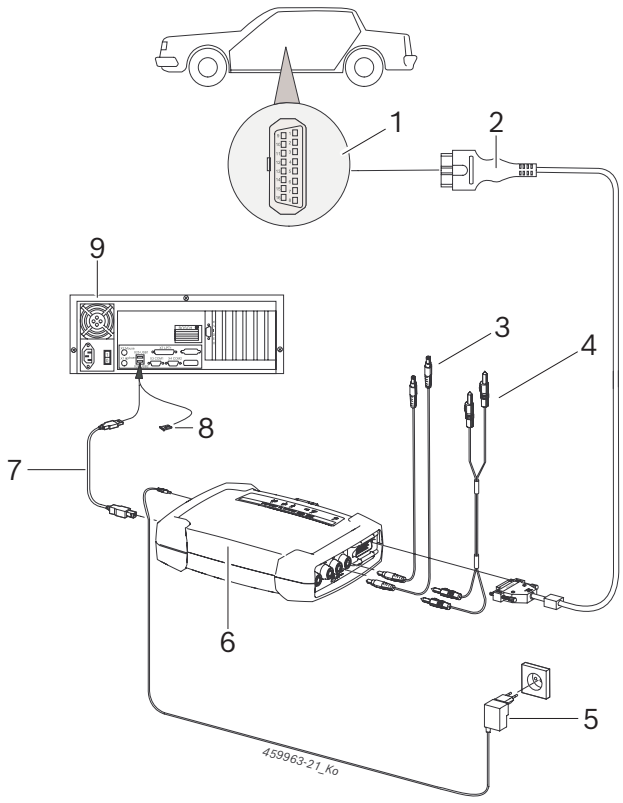

Abb. 6: Схема соединений на примере KTS 590
- соединительному проводу OBD (рис. 6, поз. 2) или